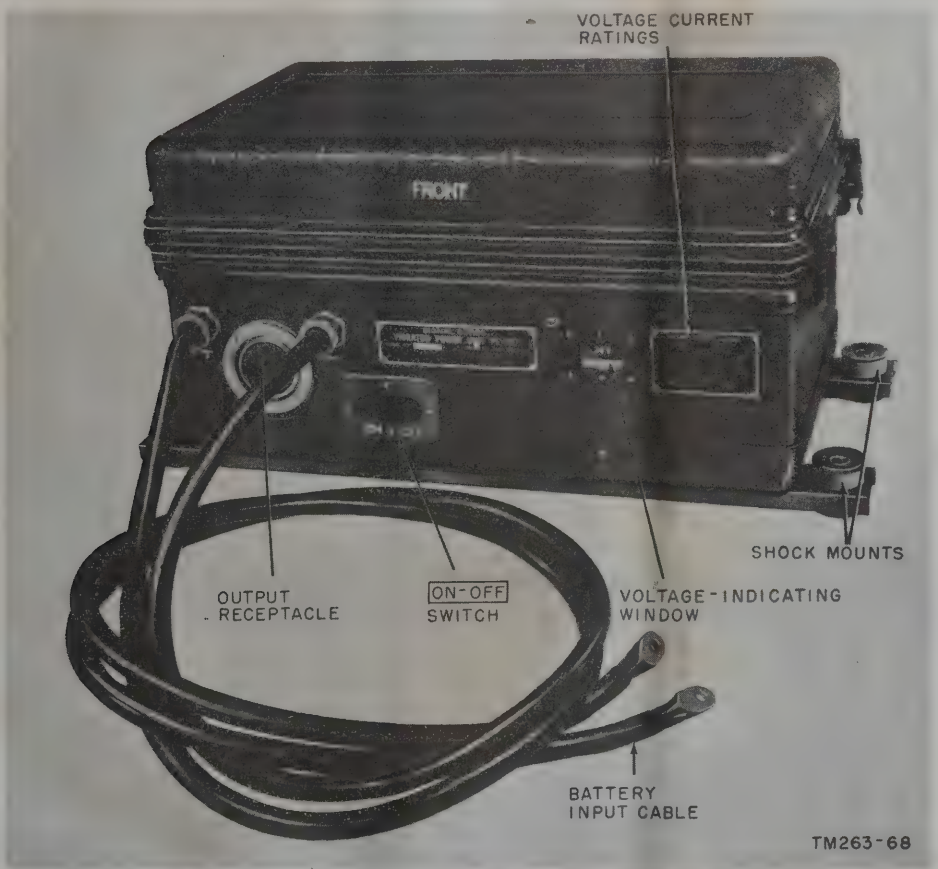

Figure 10. Vibrator Power Supply.
11. Description of Vibrator Power Supply PE–237 (fig. 10)